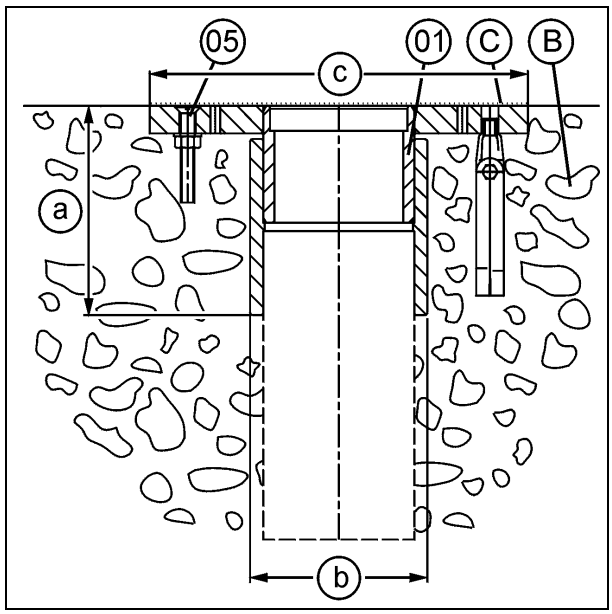
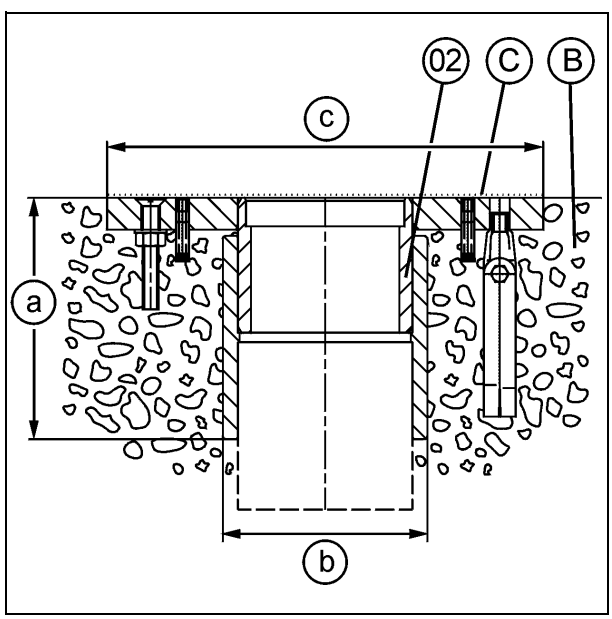
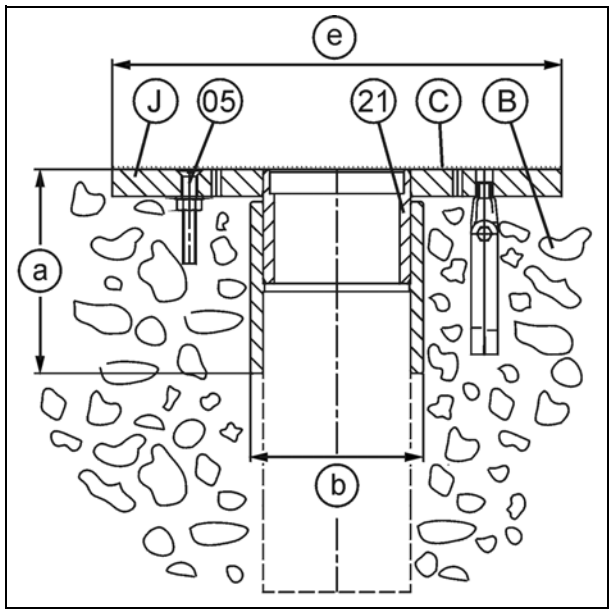

Fig. 1
Fig. 2
Fig. 3
V. Fig. 1, Fig. 2 e Fig. 3.
Il set da inserimento è disponibile nei modelli per piscine in cemento piastrellate (01) (fig. 1), per piscine in cemento con sigillatura a lamiera (02) (fig. 2), e per piscine in cemento con sigillatura verniciabile (21) (fig.3).
Asportare la pellicola protettiva C (Fig. 1) dal set da inserimento (01).
Asportare la pellicola protettiva C (Fig. 1) dal set da inserimento (02).
Asportare la pellicola protettiva C (Fig. 1) dal set da inserimento (21).